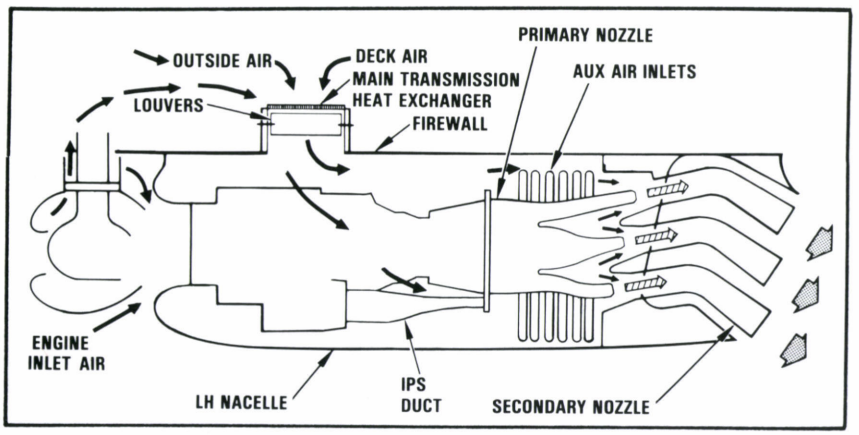

FIGURE 6: IR suppression system operation.
IR suppression system (figure 6) serves to mask the infrared (IR) signature of the engine exhaust by reducing the engine exhaust plume temperature and by reducing the hot metal signature of the engine exhaust components. Ambient air is drawn from the transmission deck area, through the main transmission heat exchanger, into the engine nacelle, across the engine, and out through the secondary nozzles.